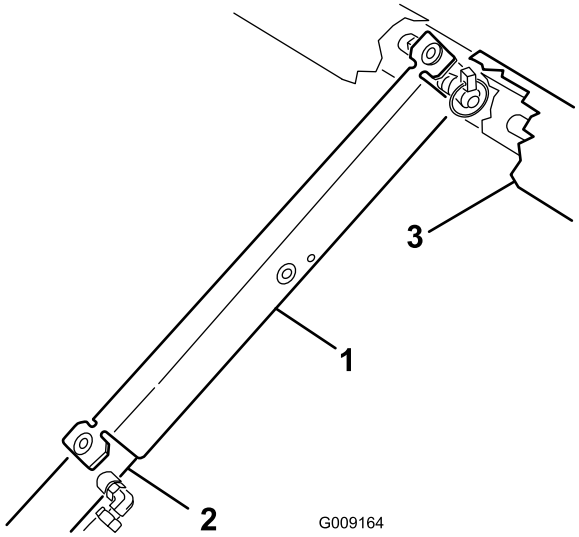

Rysunek 31
3. Wepchnij podporę platformy na tłok siłownika, upewniając się, że występy końcowe podpory są oparte na końcu głowicy siłownika i na końcu tłoka siłownika (Rysunek 31).